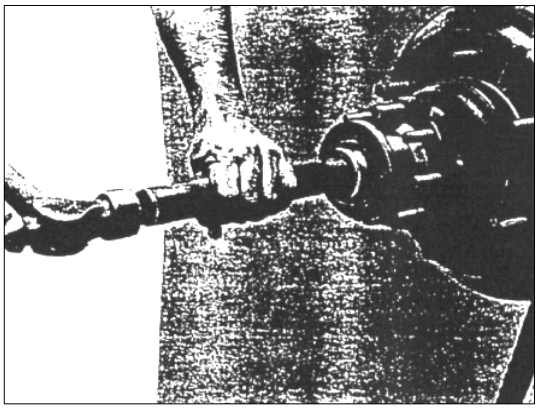

РИС. 368
3) Установите оправку 2640 5890 3509 с рукояткой 2640 5890 3511 на внутреннее кольцо наружного подшипника и слегка постукивайте по нему молотком до тех пор, пока оно не сядет на трубу (см. рис.368).